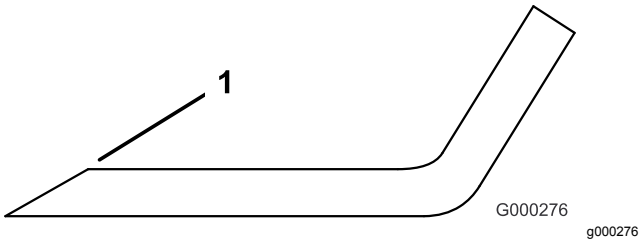

Figur 133
4. Slip kniveggene hvis de er sløve eller har hakk (Figur 133).